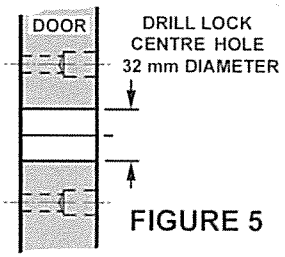

FIGURE 5
6. Drill Lock Cylinder hole 32mm diameter. (Fig. 5)